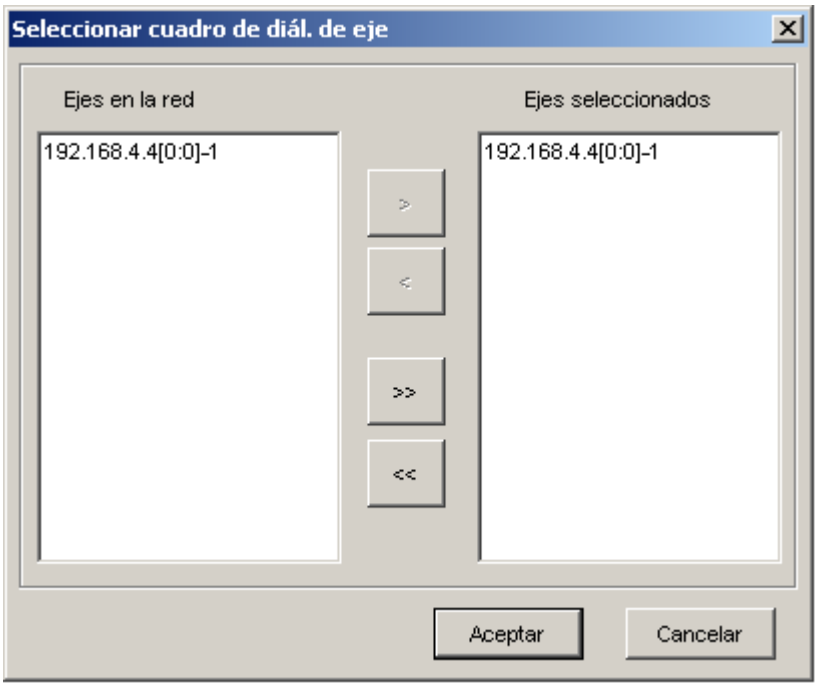

Figura 46 – Seleccionar cuadro de diál. de eje
1. Haga clic en el botón **Filtro** de la **Vista ppal de todos los ejes** para visualizar la pantalla **Seleccionar cuadro de diál. de eje** que aparece en la Figura 46.